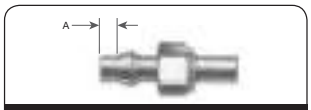

Figure 53: Tubing Dimensions
2. Install the 3/8" O.D. tubes (Refer to Table 13 for sizing of tubing) into the fittings for the inlet and dome ports. Make sure the tube ends are fully inserted before torquing. Begin torquing the fitting, about midway down; verify that Swagelok Gap Inspection Gauge (Swagelok P/N MS-IG-468) will go. Continue to torque down fitting until Swagelok Gap Inspection Gauge will not go. After torquing, remove to assure the ferrule is in good contact with the tubing. Refer to Table 14 and Figure 53 to determine if ferrule has seated itself properly. Reinstall the tubing.